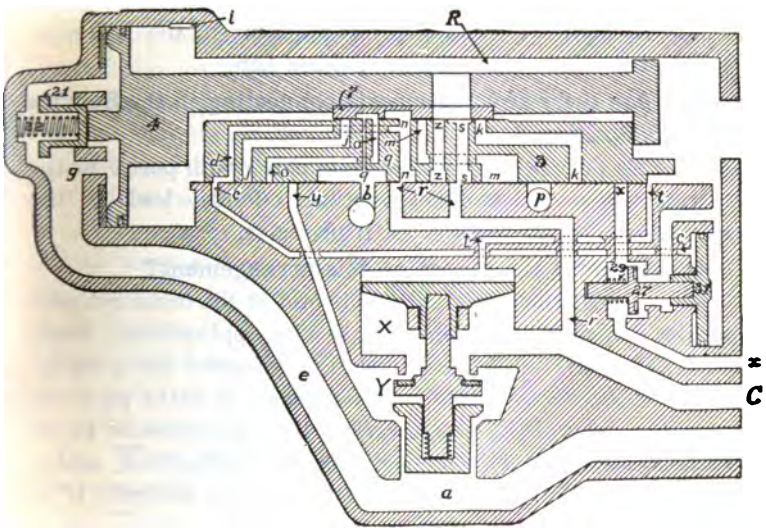

FIG. 26.—DIAGRAM OF TYPE L TRIPLE VALVE. EMERGENCY POSITION.
A. The sudden reduction in brake-pipe pressure and cylinder *h* causes the piston, slide valve and graduating valve to move to the left with such force as to compress graduating spring 22, until the piston strikes the gasket at the end of the cylinder, as shown in Fig. 26. In this position, the slide valve uncovers port *t* in the seat and allows auxiliary-reservoir pressure to flow to the top of emergency piston 8, forcing it downward, thereby opening emergency valve 10, and allowing brake-pipe air to raise check valve 15 and flow rapidly through cavities *Y* and *X* to the brake cylinder. At the same time port *s* in the slide valve registers with port *r* in the seat and permits auxiliary reservoir air to flow to the brake cylinder. When the increasing brake-cylinder pressure and the decreasing brake-pipe pressure become equal, check valve 15 is forced to its seat by the spring between it and the emergency valve, so that no air can flow back from the brake-cylinder to the brake pipe. So far, the operation is the same as in the old standard quick-action triple valve. But with the L Triple other operations occur in emergency as follows: Port *c*, which leads to the left of the vent-valve piston 31, is connected by ports *d* and *n* in the slide valve with port *r* leading to the brake cylinder. In all other positions of the triple valve,
port *c* is open to chamber *R;* the right side of vent-valve piston 31 is always connected to chamber *R;* consequently at such times the vent-valve piston has equal pressures on both sides and vent valve 27 is held to its seat by the spring under it. But in emergency, the chamber on the left of the vent-valve piston is connected to the brake cylinder as just described, thereby relieving the pressure on the left, and causing the pressure still remaining in the right to force the piston and vent-valve to the left, as shown in Fig. 26. This opens the vent-valve and connects the supplementary reservoir to chamber *R* through port *x* and the vent valve. The result of this is that the volumes of both supplementary and auxiliary reservoirs are united and become equalized with the brake-cylinder, causing a much greater pressure of equalization than if the auxiliary reservoir alone was used.
A. No. Referring to Fig. 26, cavity *q* in the slide valve does not conect with port *r* in emergency, so that the safety valve, connecting with port *b* is shut off from the brake cylinder. Consequently the high pressure is retained until the brake is released.